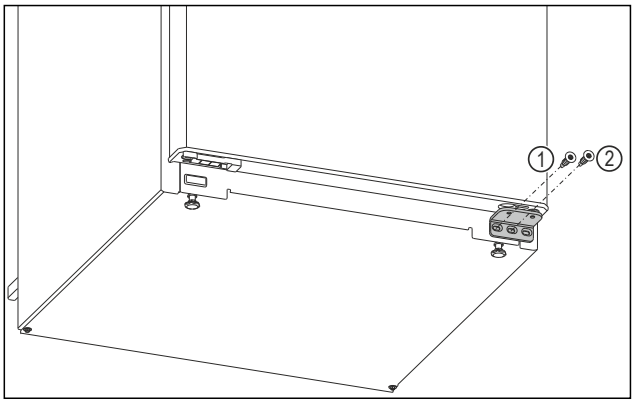

Fig. 4
▶ Skru ut den innvendige skruen med skrutrekkeren Torx 20 på den nedre lagerbukken. *Fig. 4 (1)*
▶ Skru ut den midtre skruen med skrutrekkeren Torx 20 på den nedre lagerbukken. *Fig. 4 (2)*